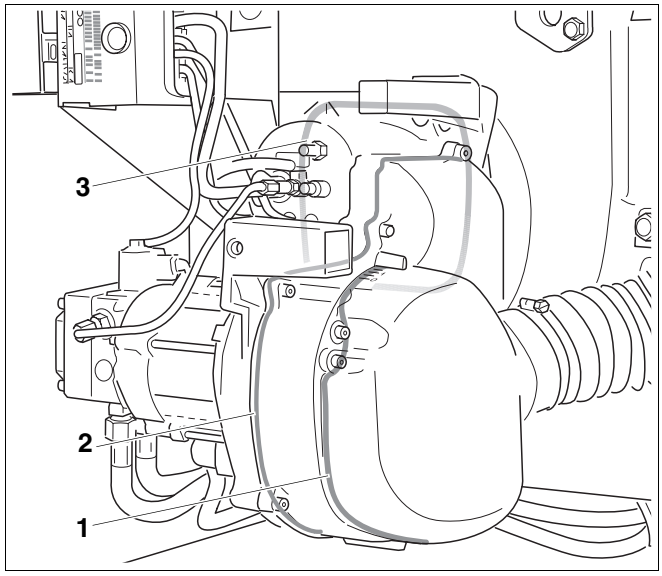

Fig. 33 Juntas adicionales del quemador Logatop SE RLU
– Junta plana para la brida del quemador (fig. 33, **pos. 3**)
– Junta para el silenciador (fig. 33, **pos. 1**)
– Base de la carcasa con junta tórica (fig. 33, **pos. 2**).